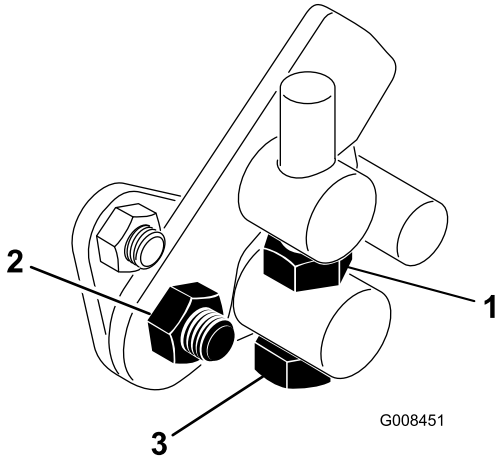

Figur 44
1. Lossa kontramuttern på justeringsbulten (Figur 44).
4. Dra åt kontramuttern på justeringsbulten och muttern på pedaltappen för att låsa justeringen (Figur 44). Kontrollera justeringen och ändra vid behov.